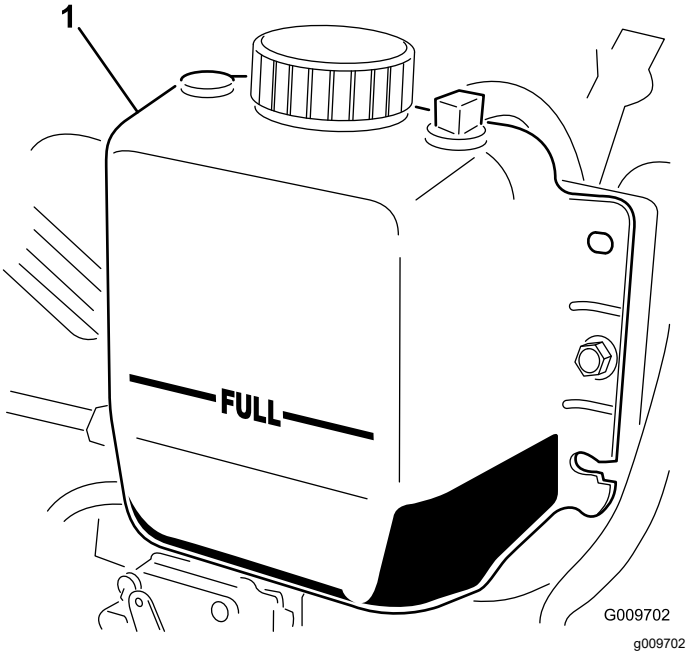

**Figur 112**
**Merk:** Fyll radiatoren opp til toppen av påfyllingshalsen og ekspansjonstanken opp til "Full"-merket (Figur 112).